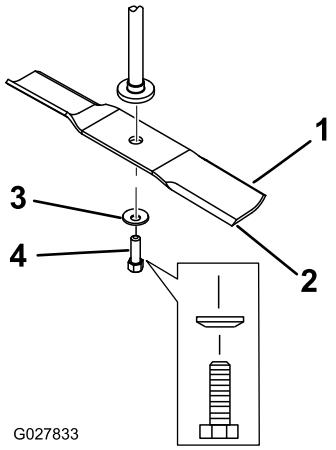

Figura 64
2. Retire del eje el perno de la cuchilla, la arandela curva y la cuchilla (Figura 64).
1. Instale la cuchilla en el eje (Figura 64).
2. Instale la arandela curva (con la copa hacia la cuchilla) y el perno de la cuchilla (Figura 64).